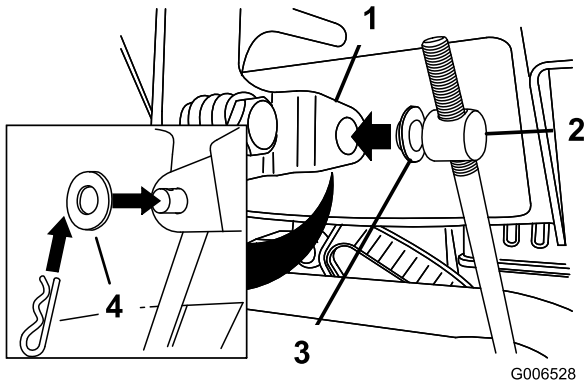

Figur 11
3. Ta bort hårnålssprinten och den yttre brickan från skruvleden på hastighetskontrollstångens övre ände (Figur 11).
Obs: Monteringen går lättare om du låter planbrickan sitta kvar på skruvleden (Figur 11).
6. Lyft upp hastighetskontrollstången och för in skruvleden i hålet i växelväljarspaken (Figur 11).
B. Koppla bort skruvleden från växelväljarspaken (Figur 11).
C. Vrid skruvleden nedåt (medsols) på hastighetskontrollstången (Figur 11).
D. Anslut skruvleden till växelväljarspaken (Figur 11).
C. Vrid skruvleden uppåt (motsols) på hastighetskontrollstången (Figur 11).